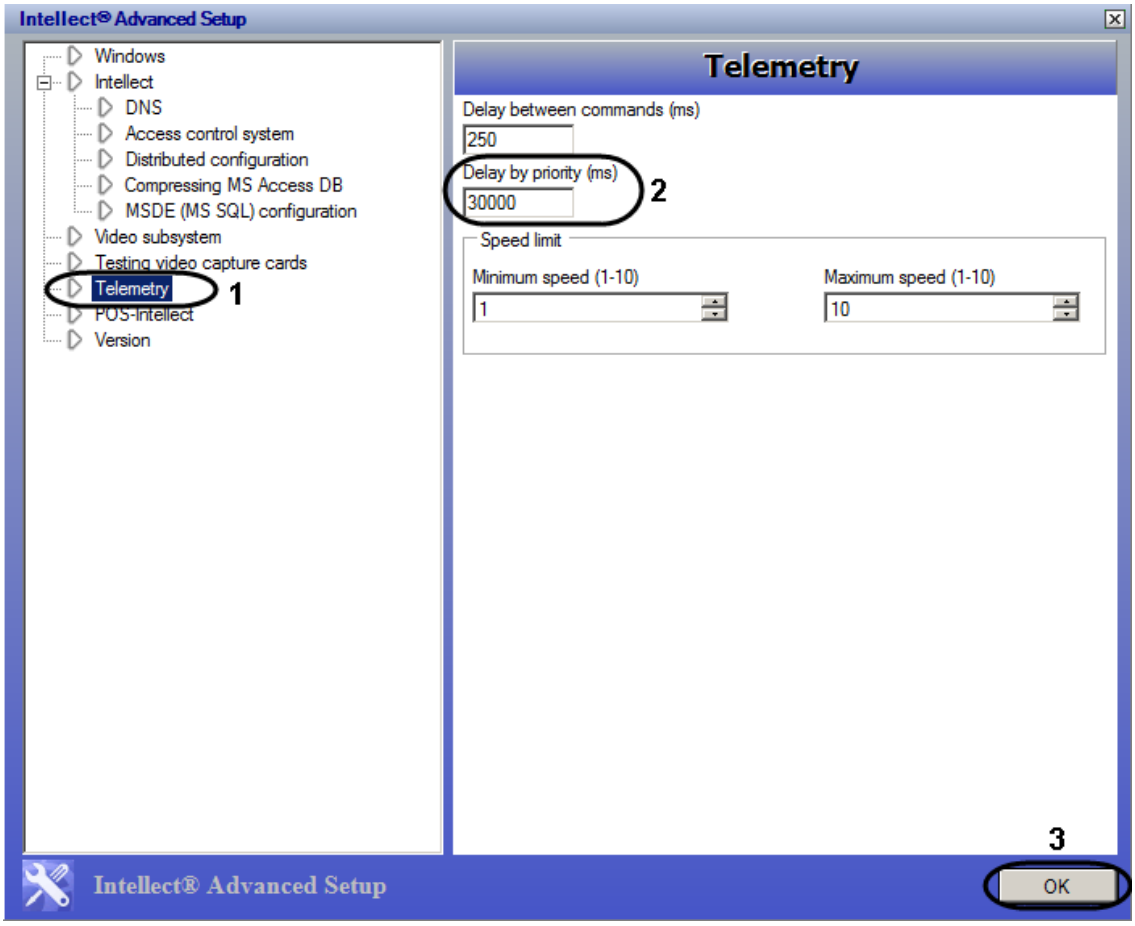

Figure 3.4—3 The Telemetry section of the tweaki.exe utility
2. Select the **Telemetry** section (Figure 3.4—3, 1).
3. Enter the value of PTZ control priority delay in the **Priority delay (ms)** field (Figure 3.4—3, 2).
4. Click **OK** to save the changes (Figure 3.4—3, 3).